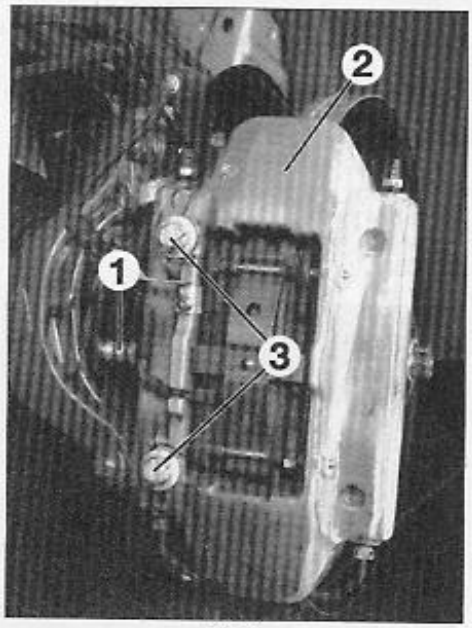

FIG. 6
• Desserrer le flexible de frein (1) de l'étrier (2) (Fig.6).